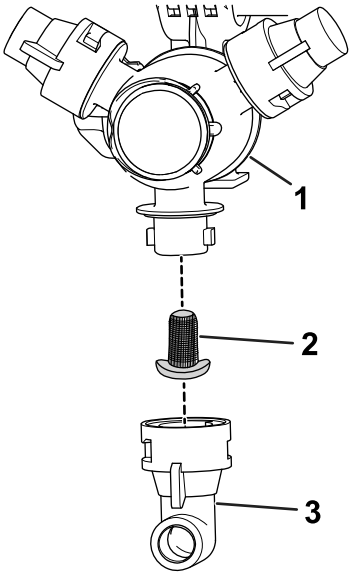

Figur 56
2. Ta bort munstycket från spruttornet (Figur 56).
3. Ta bort det gamla munstycksfiltret (Figur 56).
4. Montera det nya munstycksfiltret (Figur 56).
5. Montera munstycket på spruttornet (Figur 56).